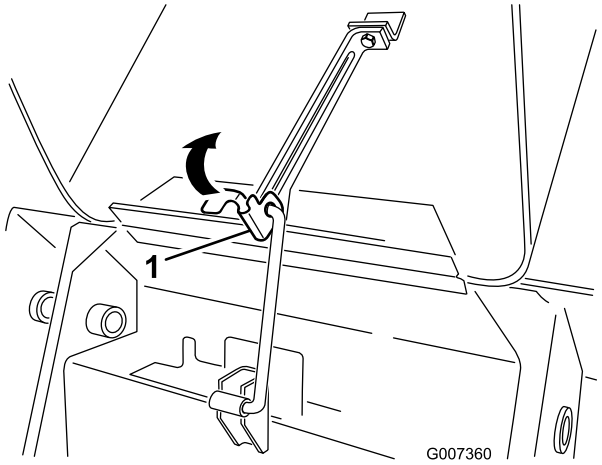

**Figur 27**
1. Lyft upp fliken som håller stöttan på plats (Figur 27)